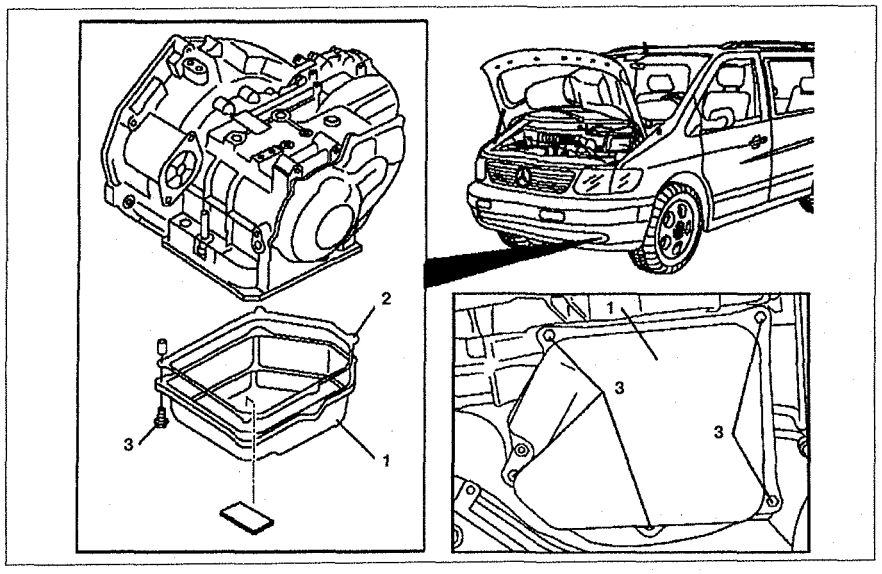

Рис. 6.56. Поддон АКПП (автомобили с двигателем 104.900): **1.** Поддон, **2.** Прокладка, **3.** Болты.
2. Открутите болты **3** крепления поддона (см.рис.6.56).